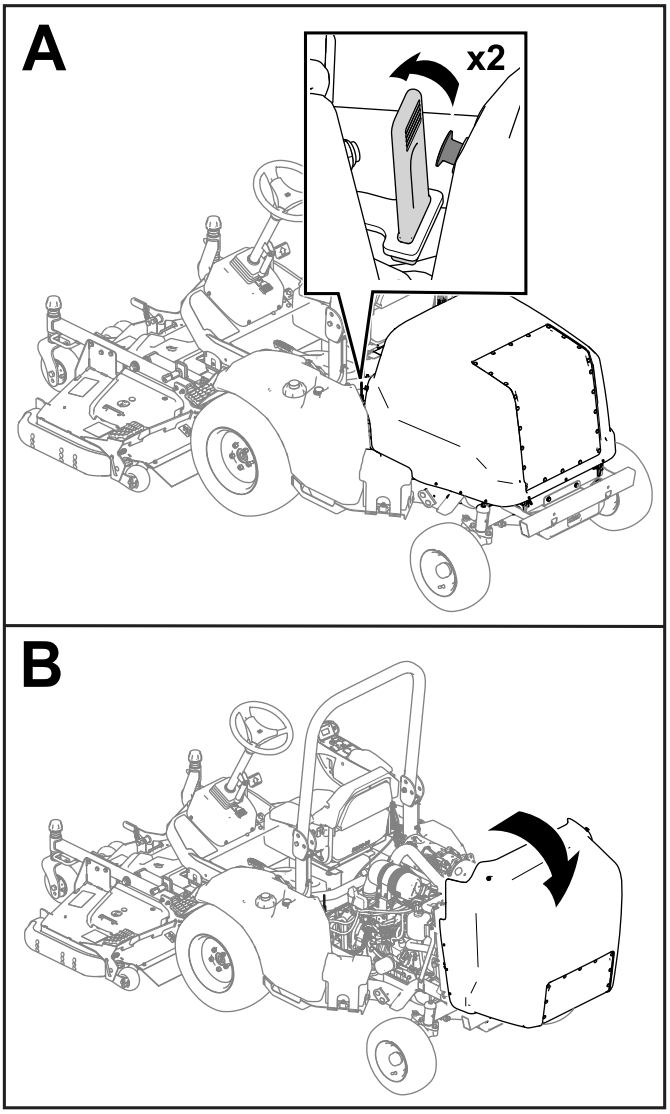

**Figura 43**
1. Rilasciate le cinghie su ciascun lato della macchina (Figura 43).
2. Sollevate il cofano (Figura 43).